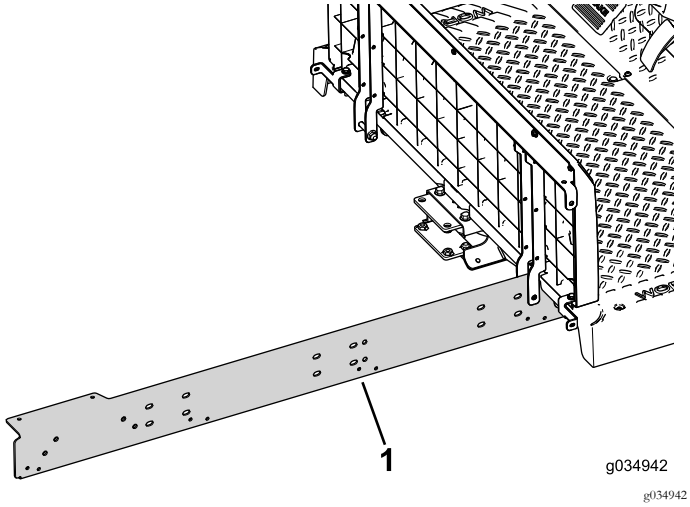

Figuur 70
2. Zet de verlengrail losjes op de rechterkant van de machine (Figuur 70).